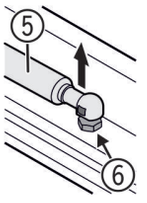

Fig. 4
- ▶ Lift the soft stop mechanism *Fig. 4 (5)* off the ball journal *Fig. 4 (6)* .
- Transfer the ball stud *Fig. 4 (6)* and tighten it **firmly (with 2 Nm)**.